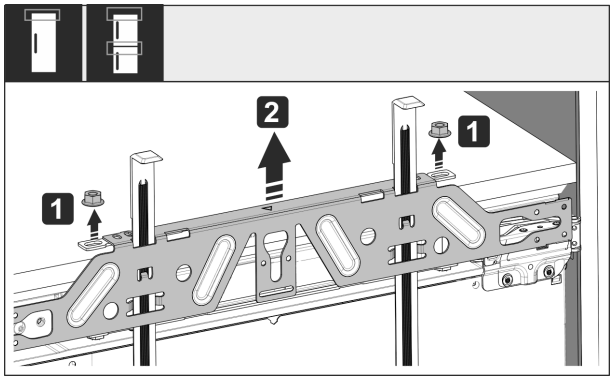

Fig. 55
▶ Oldja ki az ellenanyákat *Fig. 55 (1)*.
▶ Vegye le a rögzítő keresztartót *Fig. 55 (2)*.